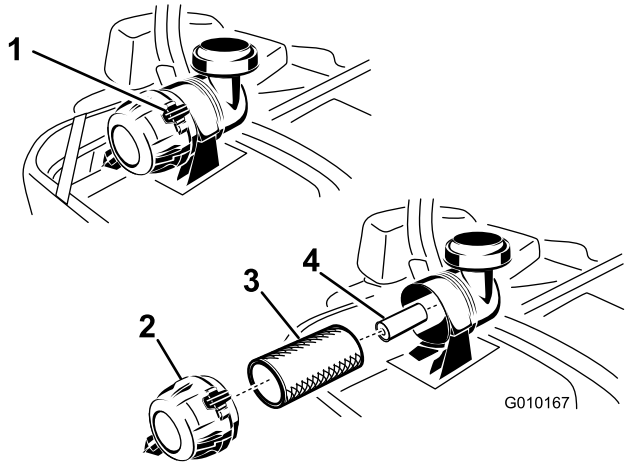

Figuur 47
3. Druk omlaag om de bevestigingsklemmen van het luchtfilter te openen en trek het luchtfilterdeksel van de behuizing van het luchtfilter (Figuur 47).
5. Schuif het filter voorzichtig uit de luchtfilterbehuizing (Figuur 47). Zorg ervoor dat u niet met het filter tegen de zijkant van de luchtfilterbehuizing stoot.
1. U mag het papierfilter niet reinigen; vervang het(Figuur 47).
2. Als u het hoofdfilter vervangt, schuif het dan voorzichtig in de filterbehuizing (Figuur 47).
3. Schuif het voorfilter voorzichtig over het hoofdfilter (Figuur 47). Zorg ervoor dat het filter volledig vastzit door de buitenring van het filter tijdens de montage aan te drukken.
4. Plaats het luchtfilterdeksel met het ontluchtingsventiel omlaag en draai het zo dat de bevestigingsklemmen het deksel op de juiste plaats vergrendelen (Figuur 47).